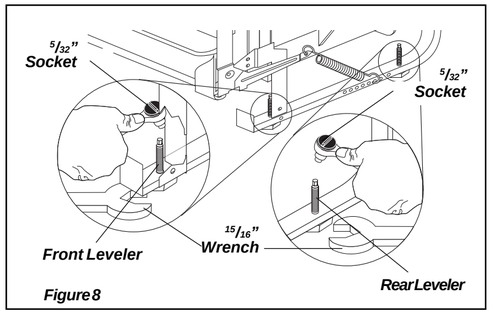

Figure 8
3. Loosen the front and rear leveling legs by turning counterclockwise. Refer to chart for number of turns. **See Figure 8.** Front levelers should allow 1/4" below underside of countertop.